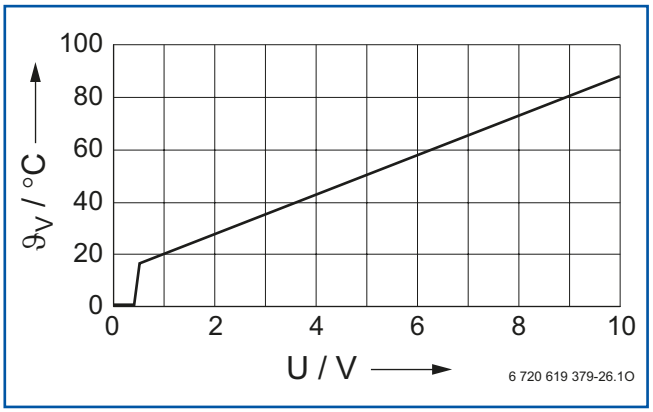

Рис. 11 *Характеристика модуля сообщений о неисправностях EM10 (заданные значения)*
На основе сигнала 0 – 10 Вольт постоянного тока возможно регулирование по температуре в прямом трубопроводе отопления или по мощности (см. Рис. 11).
- Управление отопительным котлом с помощью внешнего сигнала 0 – 10 Вольт постоянного тока. Через сигнал 0 – 10 Вольт постоянного тока отопительному котлу задаётся температура в подающей линии (см. рис. 11) или мощность.